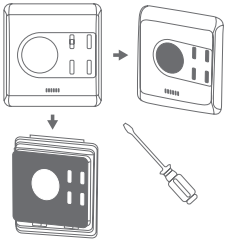

Рисунок 15. Демонтаж лицевой панели
1. Освободите лицевую панель, вставив отвертку в паз в нижней части (рис. 15).